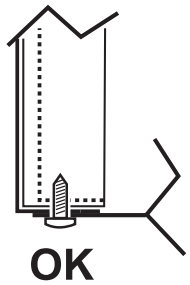

rys. 17 - montaż za pomocą śrub dolnych
3. W celu ponownego zamontowania panelu przedniego postępować w odwrotnej kolejności. Upewnić się, że jest on prawidłowo zamocowany do górnego panelu i w pełni podparty na panelach bocznych. Po dokręceniu, łeb śruby „A" musi być ustawiony tak, jak pokazano na "rys. 17 - montaż za pomocą śrub dolnych").